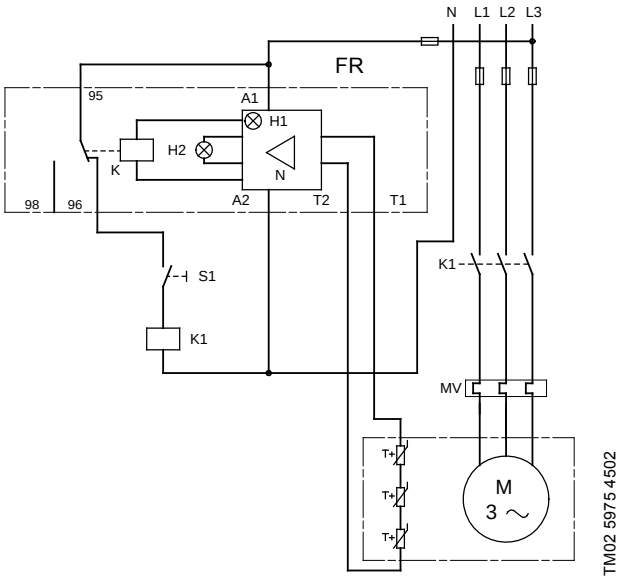

Fig. 10 Schéma de câblage, pompe d'alimentation haute pression BME
Le branchement électrique doit être effectué par un électricien agréé, conformément aux réglementations locales et il faut absolument utiliser et se baser sur les schémas de protection moteur, sur les conseils de démarrage et de surveillance. Voir fig. 10. Les connexions électriques doivent être effectuées dans la boîte à bornes.
Le moteur doit être connecté à un démarreur effectif (MV) et à un relais amplificateur externe (FR). Voir fig. 10. Cela permet de protéger le moteur contre les chutes de tension, les ruptures de phase, les surcharges rapides ou lentes et contre un rotor bloqué.
Voir fig. 10. Les thermistances protègent les enroulements du moteur contre les surchauffes.